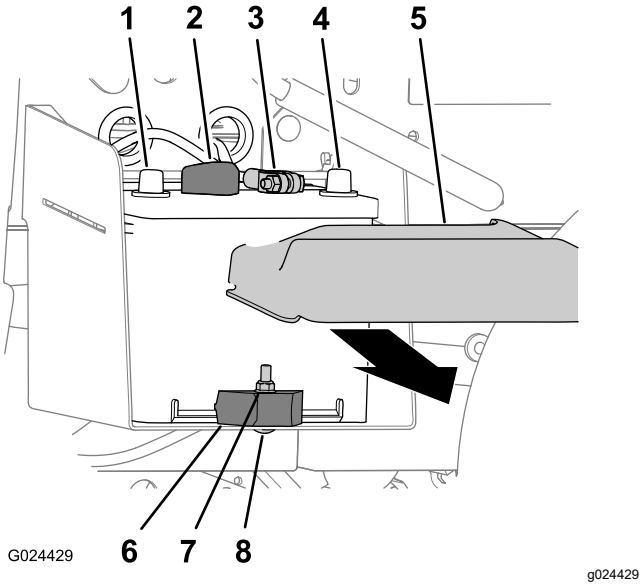

Figur 49
1. Klem siderne af batteridækslet sammen, og afmonter dækslet fra toppen af batteriet (Figur 49).
2. Kobl det negative batterikabel fra batteriets pol (Figur 49).
3. Kobl det positive batterikabel fra batteriets pol (Figur 49).
2. Afmonter låsemøtrikken, bræddebolten og batteriklemmen, der fastgør batteriet til batteribakken (Figur 49).
3. Tag batteriet ud af batteribakken (Figur 49).
1. Ret batterierne ind efter maskinens batteribakke (Figur 49).
Bemærk: Sørg for, at batteriets positive og negative poler er justeret som vist i Figur 49.
2. Fastgør batteriet til batteribakken med batteriklemmen, bræddebolten og låsemøtrikken (Figur 49).
1. Slut det positive batterikabel til batteriets pol (Figur 49).
2. Slut det negative batterikabel til batteriets pol (Figur 49).
3. Monter batteridækslet på toppen af batteriet (Figur 49).